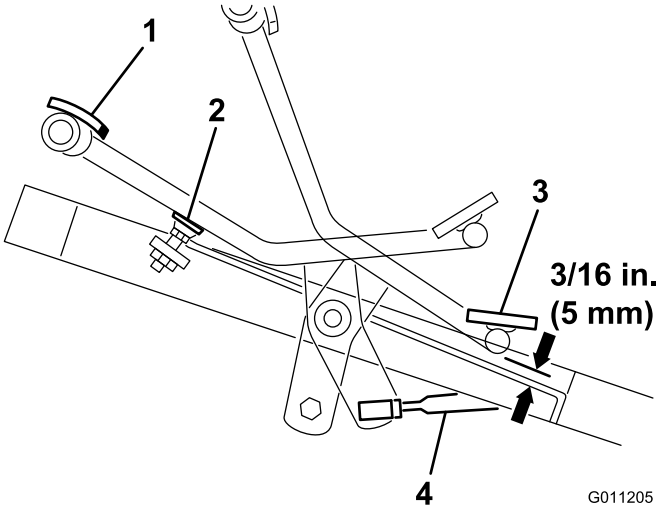

Figur 44
1. Flytt trekkpedalen helt frem til ventilspole 5 er trukket helt ut. Pedalen skal berøre pedalstopperen (Figur 44).
2. Kontroller avstanden mellom den nedre delen av pedalen og fotstøtten, som vist i Figur 44. Denne avstanden skal være omtrent 5 mm. Hvis avstanden er større eller mindre enn 5 mm, må du justere trekkontrollstaget. Gå frem på følgende måte:
A. Fjern låsemutteren og kuleleddet som fester kontrollstaget (Figur 44) til trekkakselstappen.